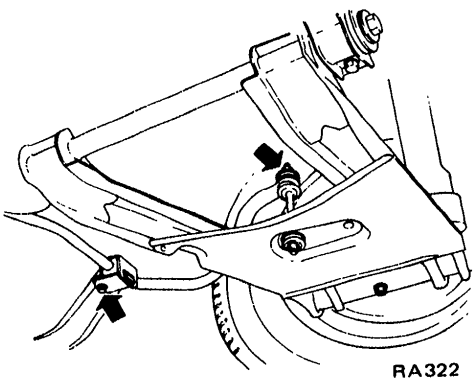

Fig. RA-38 Removing stabilizer
2. Remove stabilizer bar from side member and remove connecting rod. See Figure RA-38.